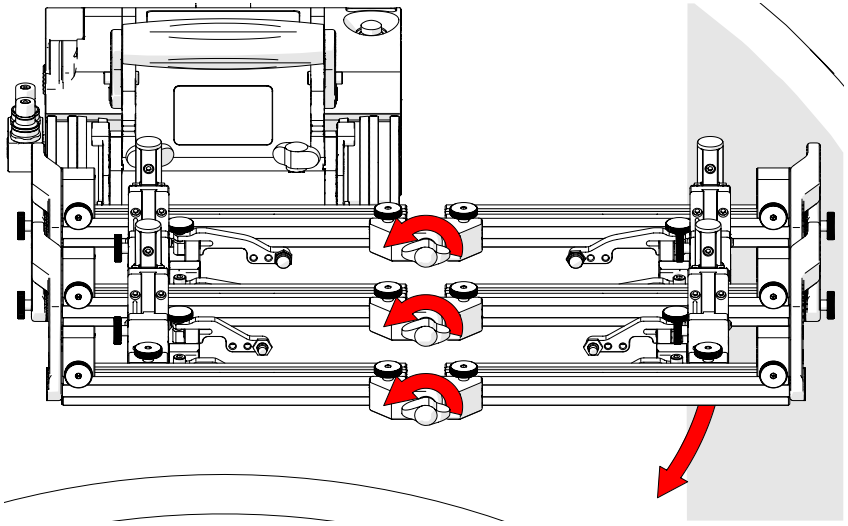

Fig. 177 - Loosen pivot wing knobs
1. Loosen the pivot wing knobs at the centre of the frame system *(Fig. 177)*. Lower the left side of the frame system to align with the tangent of the scan surface. Tighten the pivot wing knobs.